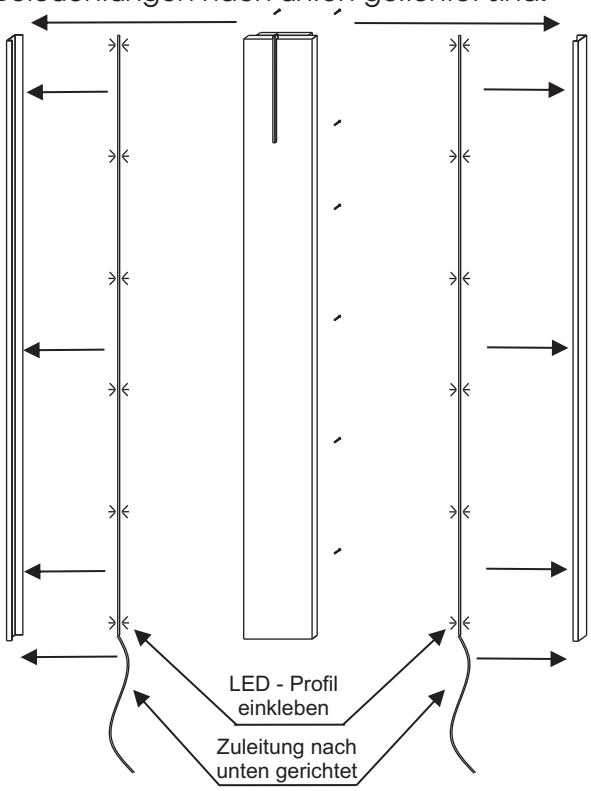

Abb. 1
2. Falls Sie eine Beleuchtung (optional) bestellt haben, demontieren Sie zunächst die seitlichen Alu - Profile. Hierzu lösen Sie von der Rückseite des Paneels die Schrauben und kleben anschließend das Beleuchtungsprofil, wie in Abb. 1 / 2 dargestellt, in das Profil ein. Achten Sie darauf, das die Zuleitungen der Beleuchtungen nach unten gerichtet sind.